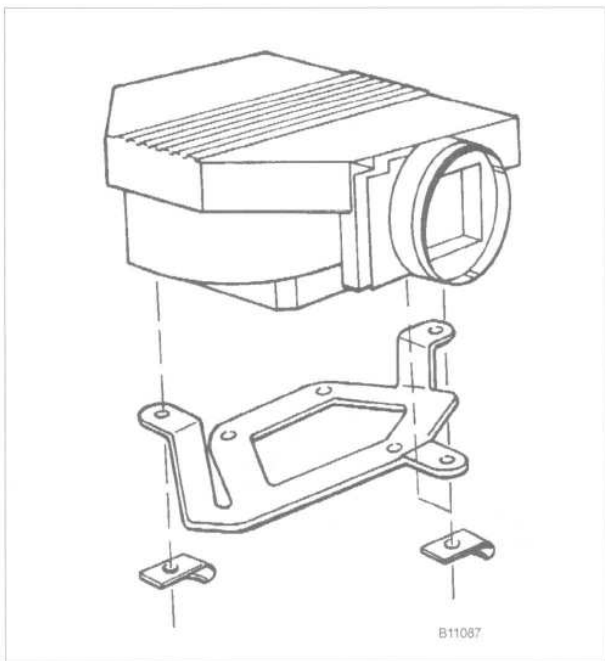

Fig. 26. Air flow sensor retaining clips. Slide clips off pin to remove.
12. Remove the intake air hoses/ducts from the air flow sensor and from the alternator. Disconnect the electrical connector from the air flow sensor. Remove the air flow sensor by removing the three retaining clips from below. See Fig. 26.